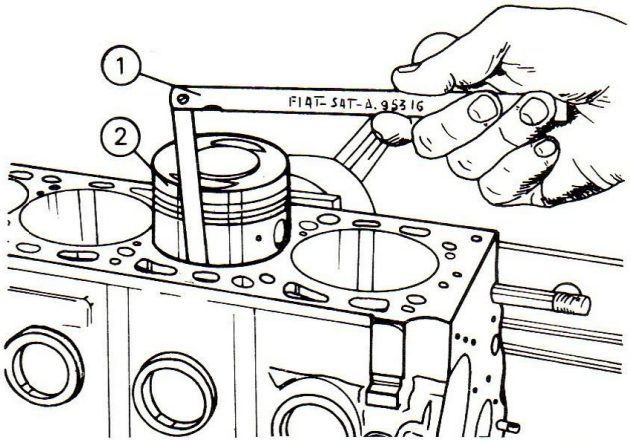

FIG 1 : 44 Checking piston clearance in cylinder bore
0.070mm (0.0020 to 0.0027in) on 1600 OHC engines ; and 0.040 to 0.060mm (0.0016 to 0.0024in) on 1800 OHC engines (see **FIG 1 : 44**). Excessive clearance will dictate the fitting of new pistons and, possibly, reboring of the cylinders. This work must be carried out by a service station.